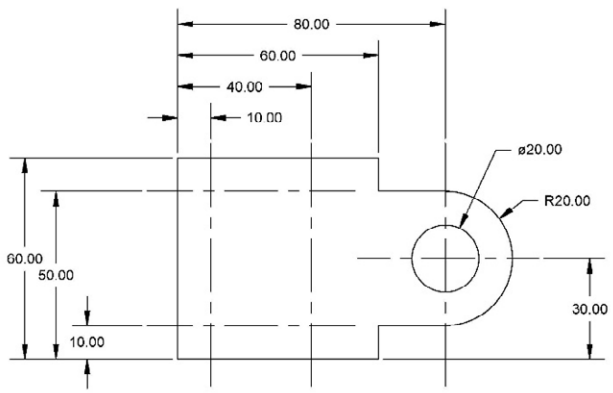

Figure 5-03
8. Draw the two drawings in Figures 5-03 and 5-04 Note that Figure: 5-03 is from Lesson 1, Quick Start
9. Project the Front View of Figure: 5-03